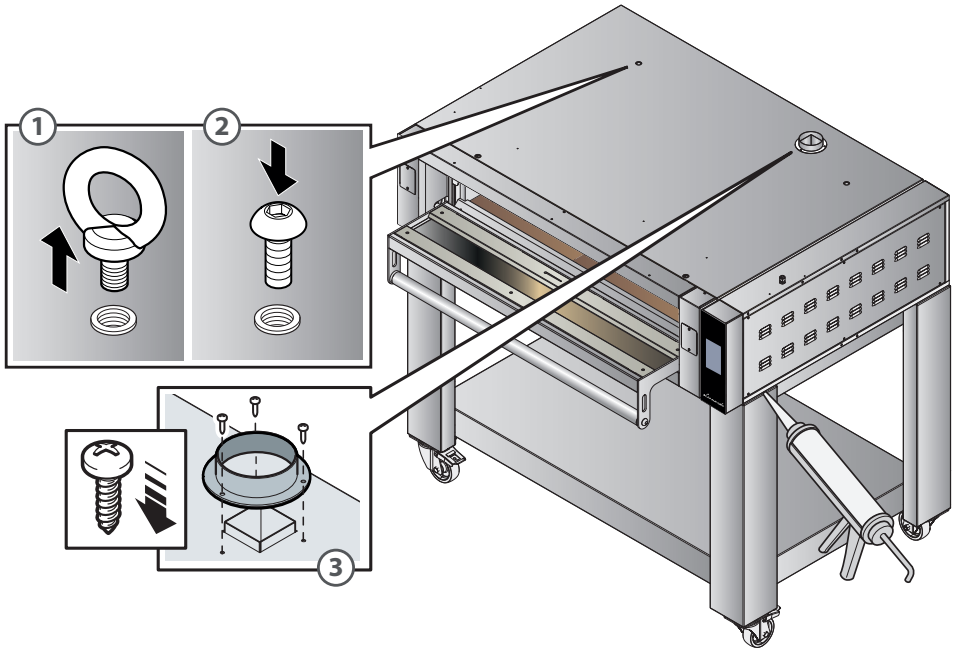

Fig.8.
▶ **Fig.8.**
A AUCUN autre four NE doit être installer en superposition, suivez les indications de la figure ▶ **Fig.8.**